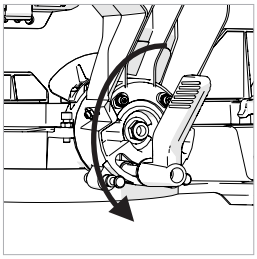

Abb. 66
- Lösen Sie die Abschrägungsverriegelungsschraube mit dem Abschrägungsverriegelungsgriff. **(Abb. 66)**